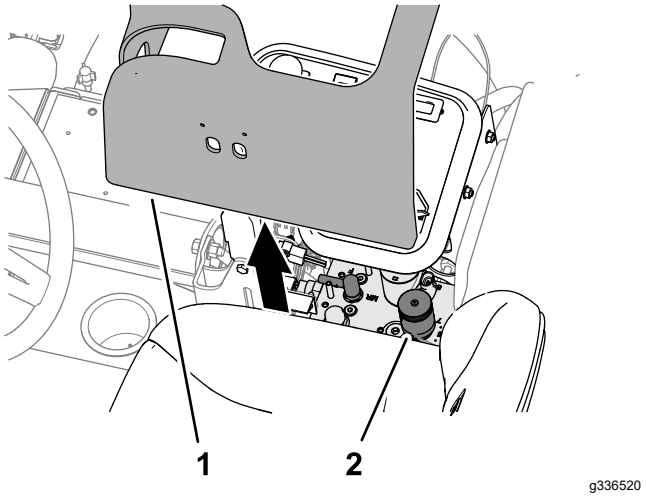

Rysunek 38
2. Zdejmij pokrywę z ramienia sterowania (Rysunek 38).